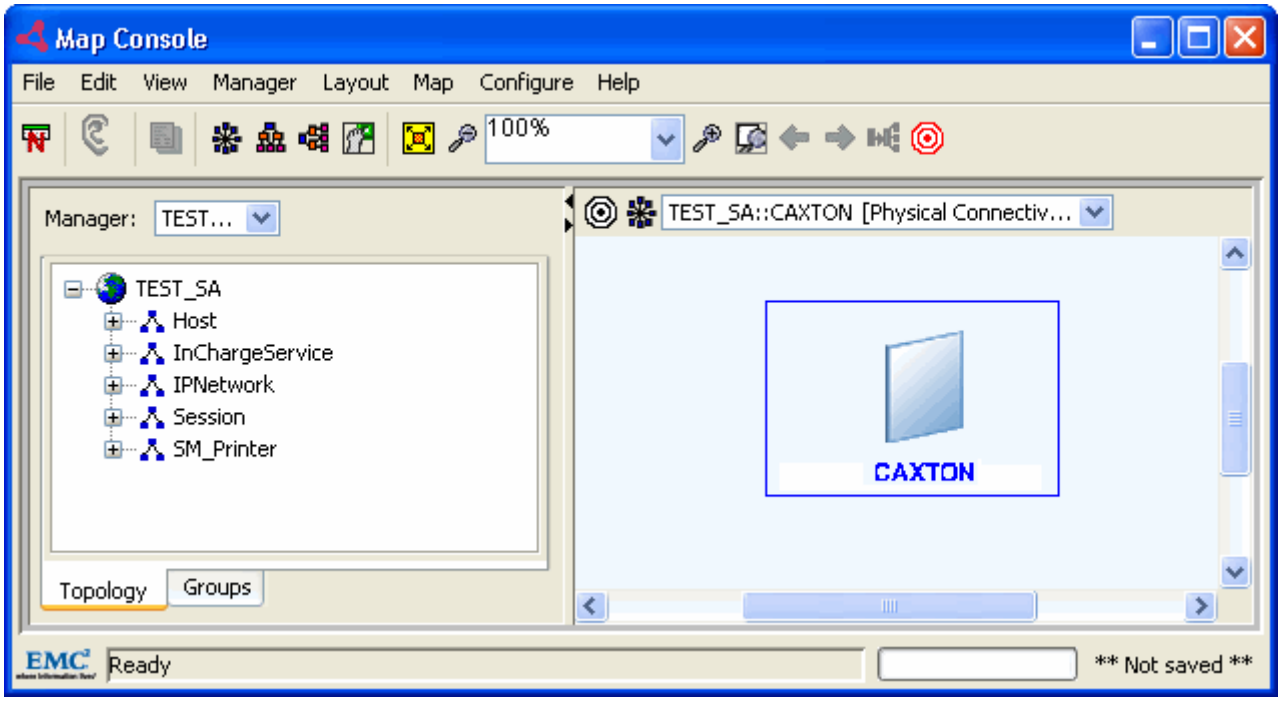

Figure 6 Map view of the SM_Printer instance
3. Right-click the printer instance (**CAXTON** in this procedure) and select **Show Map** from the pop-up menu. The printer instance is displayed in a Map Console, as shown in Figure 6 on page 38.